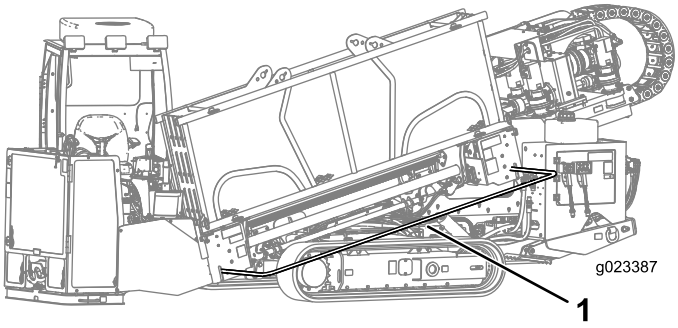

Figure 70
4. Abaissez la barre de sécurité pour piétons et fixez-la en place (Figure 70).